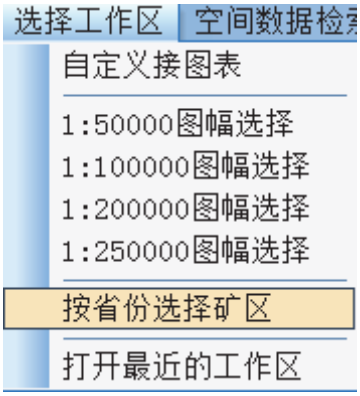

图 2-2
2. 选择菜单“选择工作区”→“按省份选择矿区”（见图 2-2）；